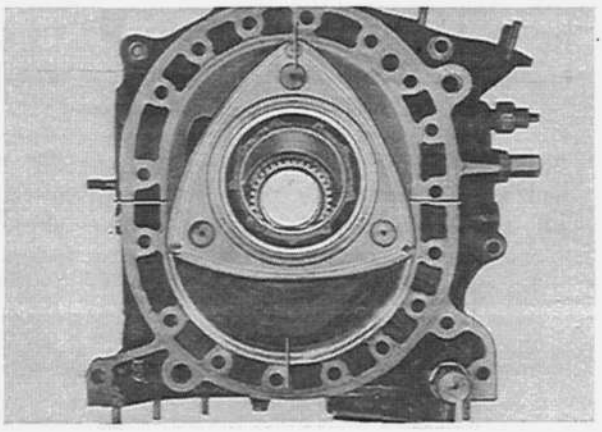

Fig. 1–86 Position of rotor apex
4. Mesh the internal gear and stationary gear so that one of the rotor apexes is set to any one of the four places shown in Fig. 1–86.